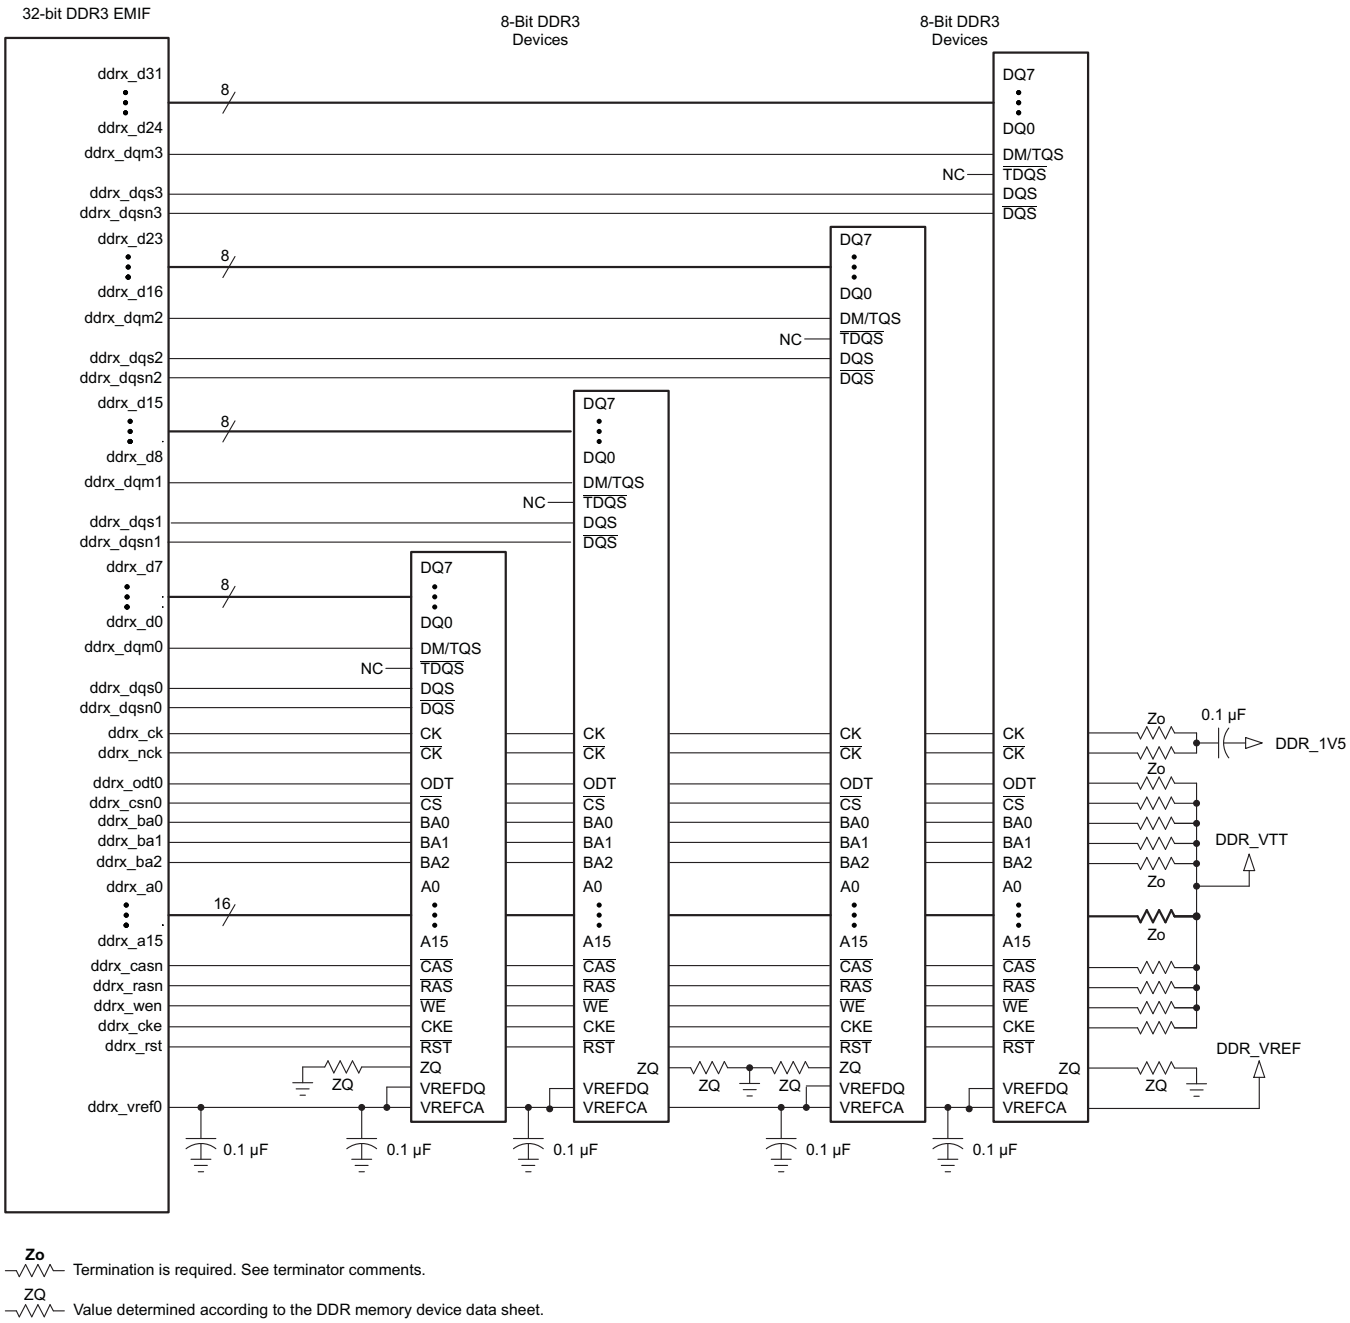

**Figure 7-3. 32-Bit, One-Bank DDR3 Interface Schematic Using Four 8-Bit DDR3 Devices**
The DDR3 interface schematic varies, depending upon the width of the DDR3 devices used and the width of the bus used (16 or 32 bits). General connectivity is straightforward and very similar. 16-bit DDR devices look like two 8-bit devices. Figure 7-2 and Figure 7-3 show the schematic connections for 32-bit interfaces using ×16 devices.
Note that the 16-bit wide interface schematic is practically identical to the 32-bit interface (see Figure 7-2 and Figure 7-3); only the high-word DDR memories are removed and the unused DQS inputs are tied off.
(1) Refer to Table 7-2, Switching Characteristics Over Recommended Operating Conditions for DDR3 Memory Controller for the range of supported DDR clock rates.
(2) For valid DDR3 device configurations and device counts, see Section 7.2.2.4, Figure 7-2, and Figure 7-3.